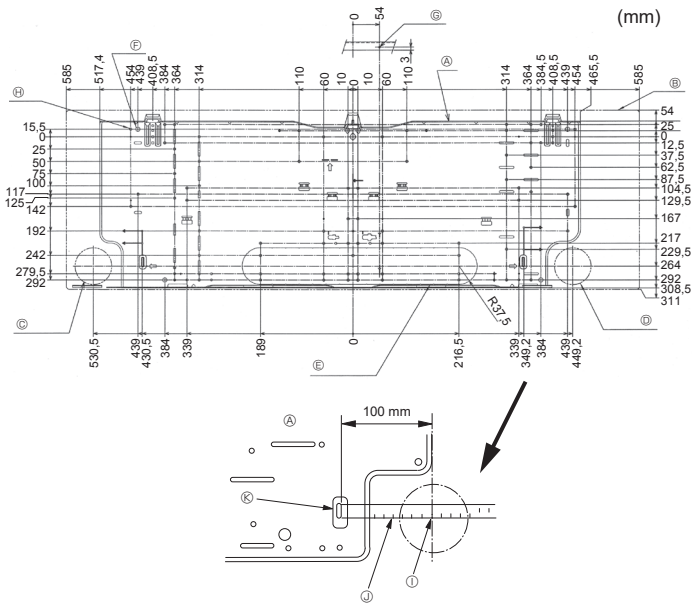

Afb. 3-2
①	Ophangplaat	1	Aan de achterkant van het apparaat bevestigen
②	Zelftappende schroef 4 × 25	7
③	Viltband	2
④	L-vormige verbindingspijp	1
⑤	Lastmoer	1
⑥ *	Draadloze afstandsbediening	1
⑦ *	Houder afstandsbediening	1
⑧ *	Alkalinebatterijen (formaat AAA)	2
⑨ *	Zelftappende schroef 3,5 × 16	2
⑩	Montagestuk	1	Gebruik het verpakkingsmateriaal
3.2. De muurbevestigingsmal aanbrengen (Afb. 3-2)